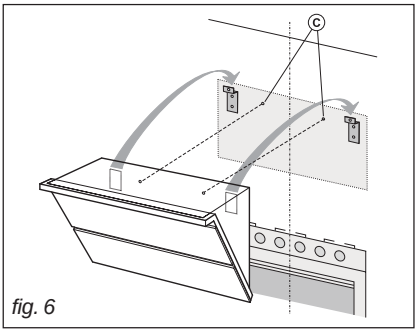

fig. 6
Puis accrochez la hotte sur les supports (Fig.6). Régler la position horizontale en déplaçant la hotte à droite ou à gauche selon les exigences de l'alignement avec les meubles suspendus. Après le réglage, sans enlever la hotte, tracer sur le mur les autres 2trous à percer (C); décrocher la hotte et percer les trous tracés (diamètre 8mm); ensuite utiliser les 2 chevilles et les 2 vis fournies pour la fixation définitive.